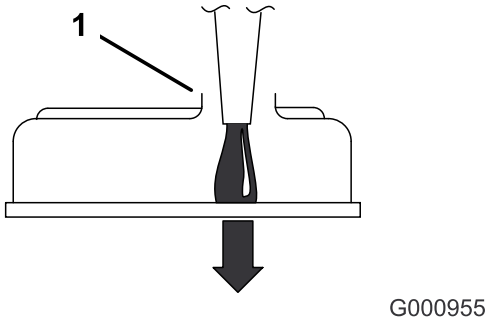

**Figuur 48**
**Belangrijk: Vul de olie zeer langzaam bij en zorg ervoor dat de vulopening niet verstopt raakt (Figuur 48). Al u te snel olie bijvult of de opening verstopt raakt, bestaat de kans dat de olie overloopt en de luchtinlaten verstopt raken. Hierdoor kan de motor schade oplopen.**